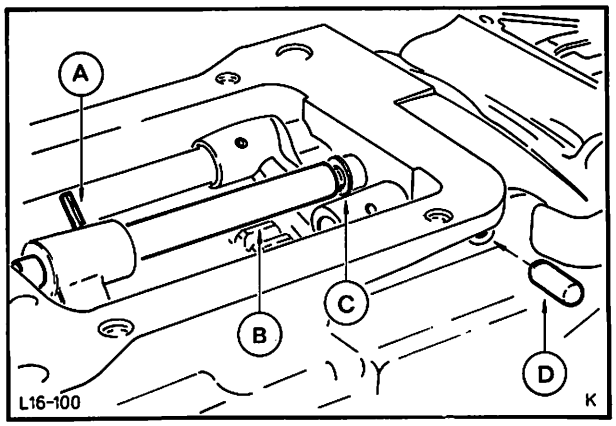

Abb. 119 Schaltwelle 3./4. Gang einbauen
54. Schaltwelle (3./4. Gang) mit dem vormontierten Arretierstift durch die mittlere Gehäusebohrung schieben und gleichzeitig in die entsprechende Schaltgabel einführen. Arretierstift und Sicherungsring einsetzen. Spannstift montieren. Abb. 119.